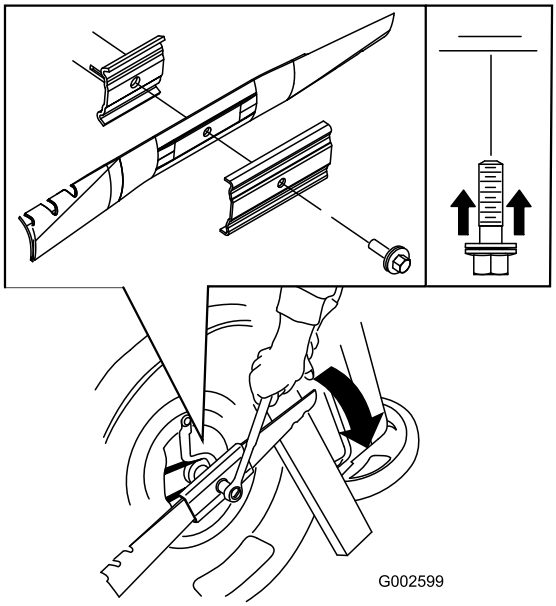

Figur 24
5. Monter den nye kniven (drei knivbolten med urviseren) ved hjelp av skruene og mutterene du sparte (Figur 24).